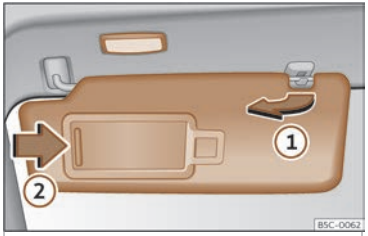

Fig. 101 Para-sol.
- El para-sol es pot extreure de la fixació i girar-lo cap a la porta››› **fig. 101** ①